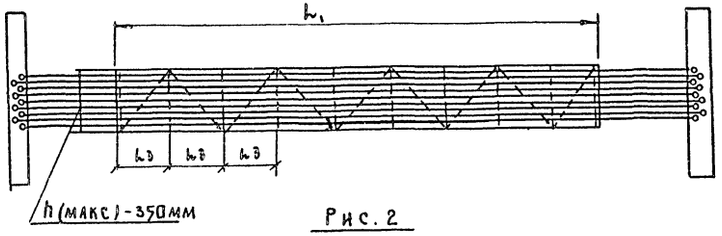
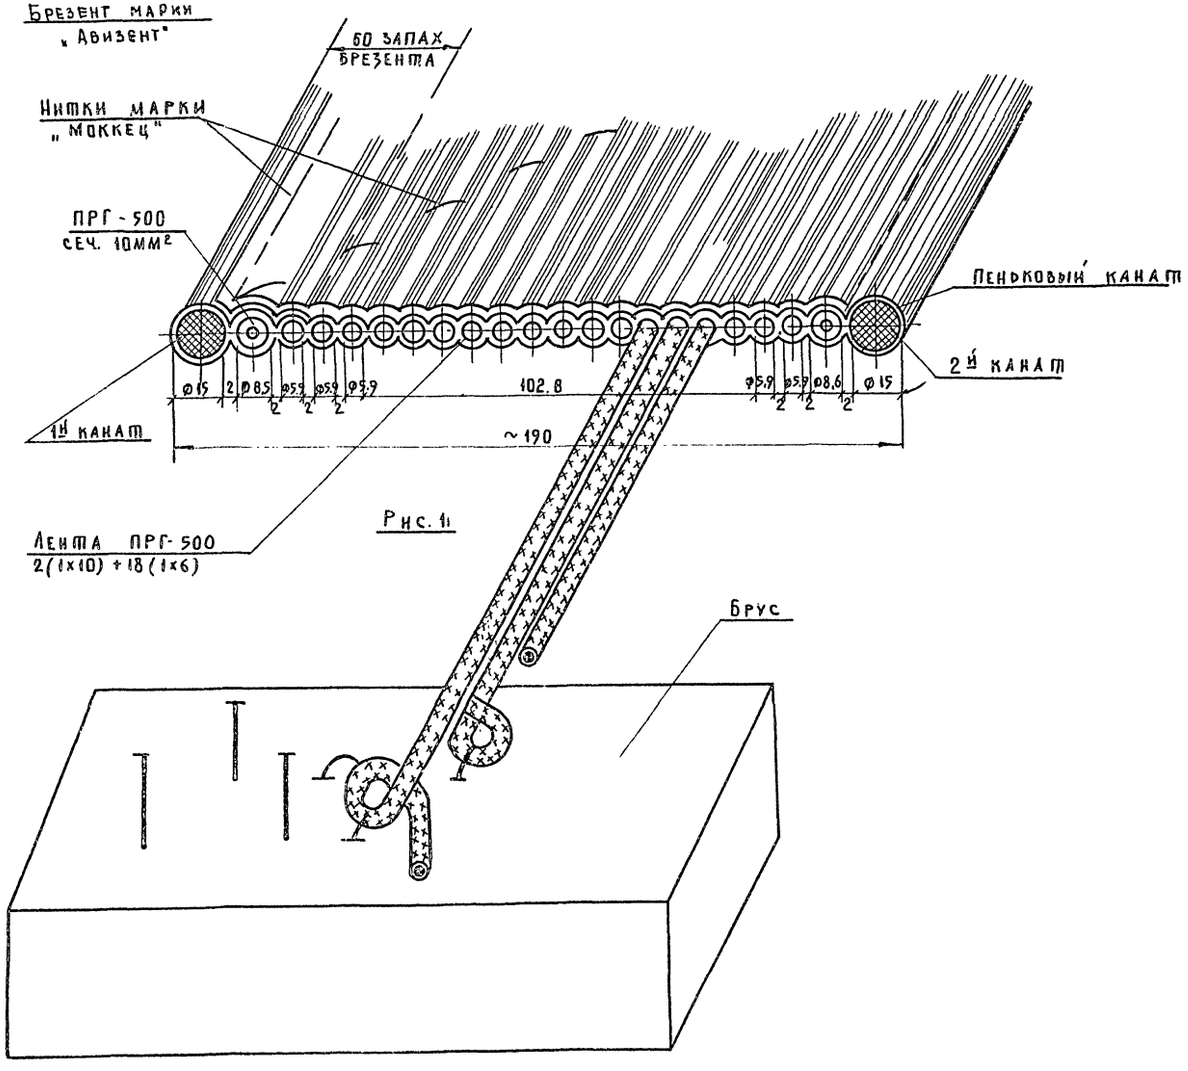

Рис. 2
Рис. 1
В данном случае ширина полотнища брезента для обшивки ленты будет равна (рис. 1 и 2).
5. По краям гибкой ленты вшивают качественный канат, имеющий наименьшее растяжение (рис. 1.). Диаметр пенькового каната берется в 1,5 раза больше диаметра провода наибольшего сечения, но не менее 10-12 мм.
7. Провода для гибкой ленты нарезаются отрезками равной длины, с учетом вшитой части и свободных концов (по проекту) и укладываются на козлы (рис. 2 и 3). Провода меньшего сечения занимают середину ленты, последующие провода укладываются симметрично по возрастающему к краям сечению (Рис. 1).
По краям гибкой ленты укладывается пеньковый канат (Рис. 1).
8. Берутся два деревянных бруска сечением 100×100мм и длиной 1000мм. Оба бруска должны быть очень прочно закреплены. Первоначально закрепляют на одном бруске провода и пеньковый канат. Между проводами сохраняют зазор 2мм. (рис. 1). После закрепления проводов и каната, приступают к их выправке. Провода проглаживают способом протяжки через тряпку, удерживаемую в руках. Запрещается выправлять провода способом ударов об пол во избежании нарушения изоляции.
9. Брезент берут, протягивают его под провода и раскладывают на козлах, оставляя равные концы проводов с обеих сторон, не подлежащих обшивке. Свободные концы проводов нужны для дальнейшего монтажа в клеммных коробках (Рис. 2 и 3).
После окончания прошивки канатов делают разметку поперечных швов, шаг которого равен ширине ленты h_3 (рис. 2) По намеченной разметке прошивают ленту поперечными швами Последующая прошивка по диагонали между поперечными швами (рис. 2).